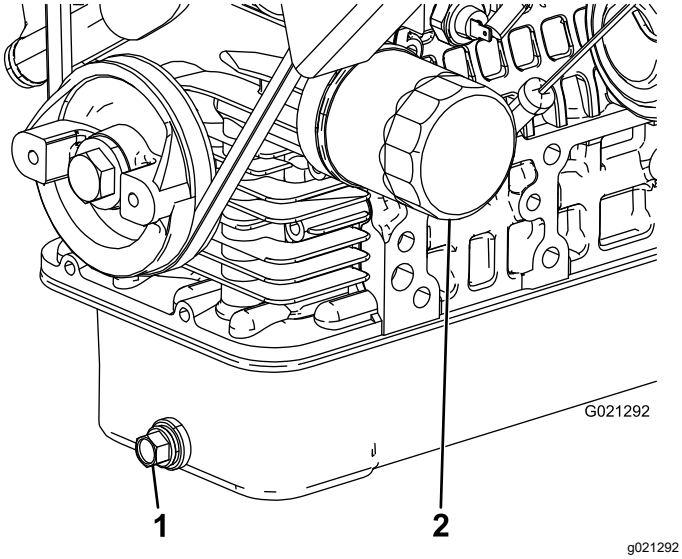

Figur 46
2. Ta bort avtappningspluggen och låt oljan rinna ner i ett avtappningskärl (Figur 46).
4. Avlägsna oljefiltret (Figur 46).